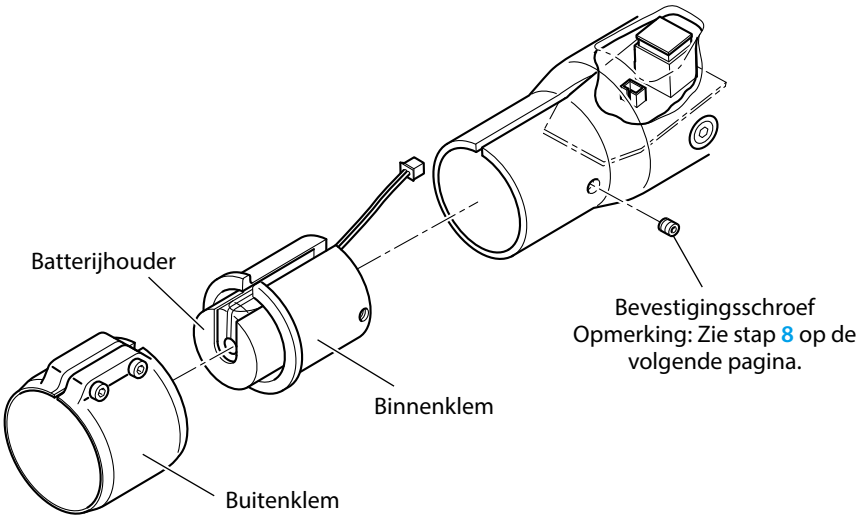

Afb. 22 Verwijderen van de klemmen
3 Verwijder de buitenste klem van het frame, verwijder de bevestigingsschroef en trek de binnenklem samen met de batterijhouder naar buiten (afb. 22).
**Opmerking: Plaats bij het installeren van de binnenklem de batterijaansluiting op het bovenste oppervlak van de printplaat zoals getoond in afb. 22.**